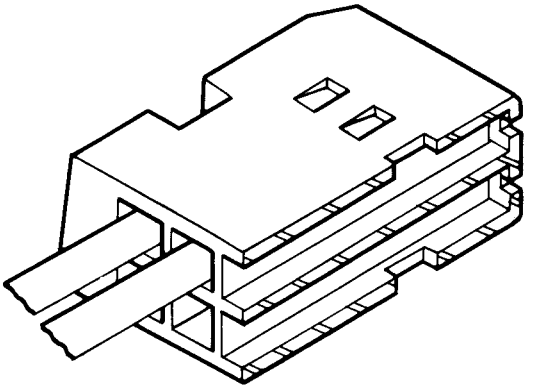

Figure 3
(2) After connection as shown Figure 2, check the contact direction, and insert the contact as shown Figures 3 and 4. Slightly pull the cable, and check whether the contact lance position is firmly fixed to the insulation case, as shown in the area (A).